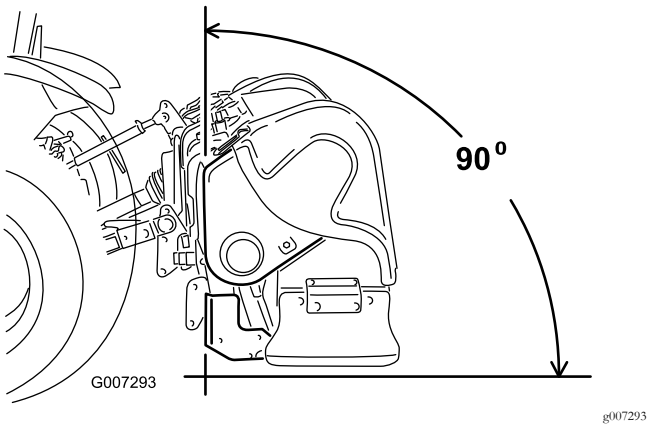

**Figuur 7**
**Opmerking:** Voor de beste beluchtingsgaten moet de voorzijde van de beluchter tijdens het werk verticaal zijn (Figuur 7). Stel de bovenste schakel af om deze hoek te veranderen. Zie Gebruiksaanwijzing (bladz. 20) voor aanvullende informatie.